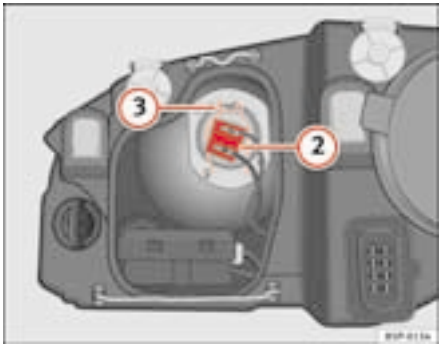

Fig. 162 Dipped head-lights
– Remove the connector ⇒ fig. 162 (2) from the bulb.
– Disengage the retainer spring ⇒ fig. 162 (3) pressing inwards and to the right.